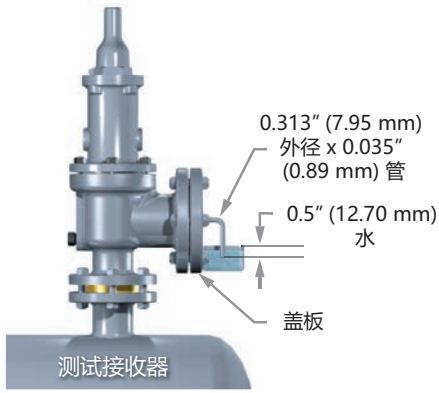

图 40: 典型测试设置
一般信息：建立一个典型的测试设置，用于确定 SRV 对空气或气体工作的阀座密封性（根据 ANSI B147.1/API RP 527）（参见图 40）。
1. 对垂直安装阀门（见图 40）确定泄漏率，以每分钟气泡数计算，SRV 的入口处的压力在阀门弹开后保持在设定压力的 90%。对于设定为 50 psig (3.45 barg) 或以下的阀门，压力保持在低于设定值 5 psig (0.34 barg)。测试压力施加在阀门的最小时间应为，阀门进口尺寸 2" (50.8 mm)：1 分钟；阀门进口尺寸 2.5" (63.5 mm)、3" (76.2 mm)和4" (101.6 mm)：2 分钟；阀门进口尺寸 6" (152.4 mm)、8" (203.2 mm)、10" (254 mm)和12" (304.8 mm)：5 分钟。对于指定对气体工作的金属对金属阀门，泄漏率不得超过每分钟气泡数的最大值（见表 19）。当使用饱和蒸汽作为测试介质时，测试压力应保持至少 3 分钟。